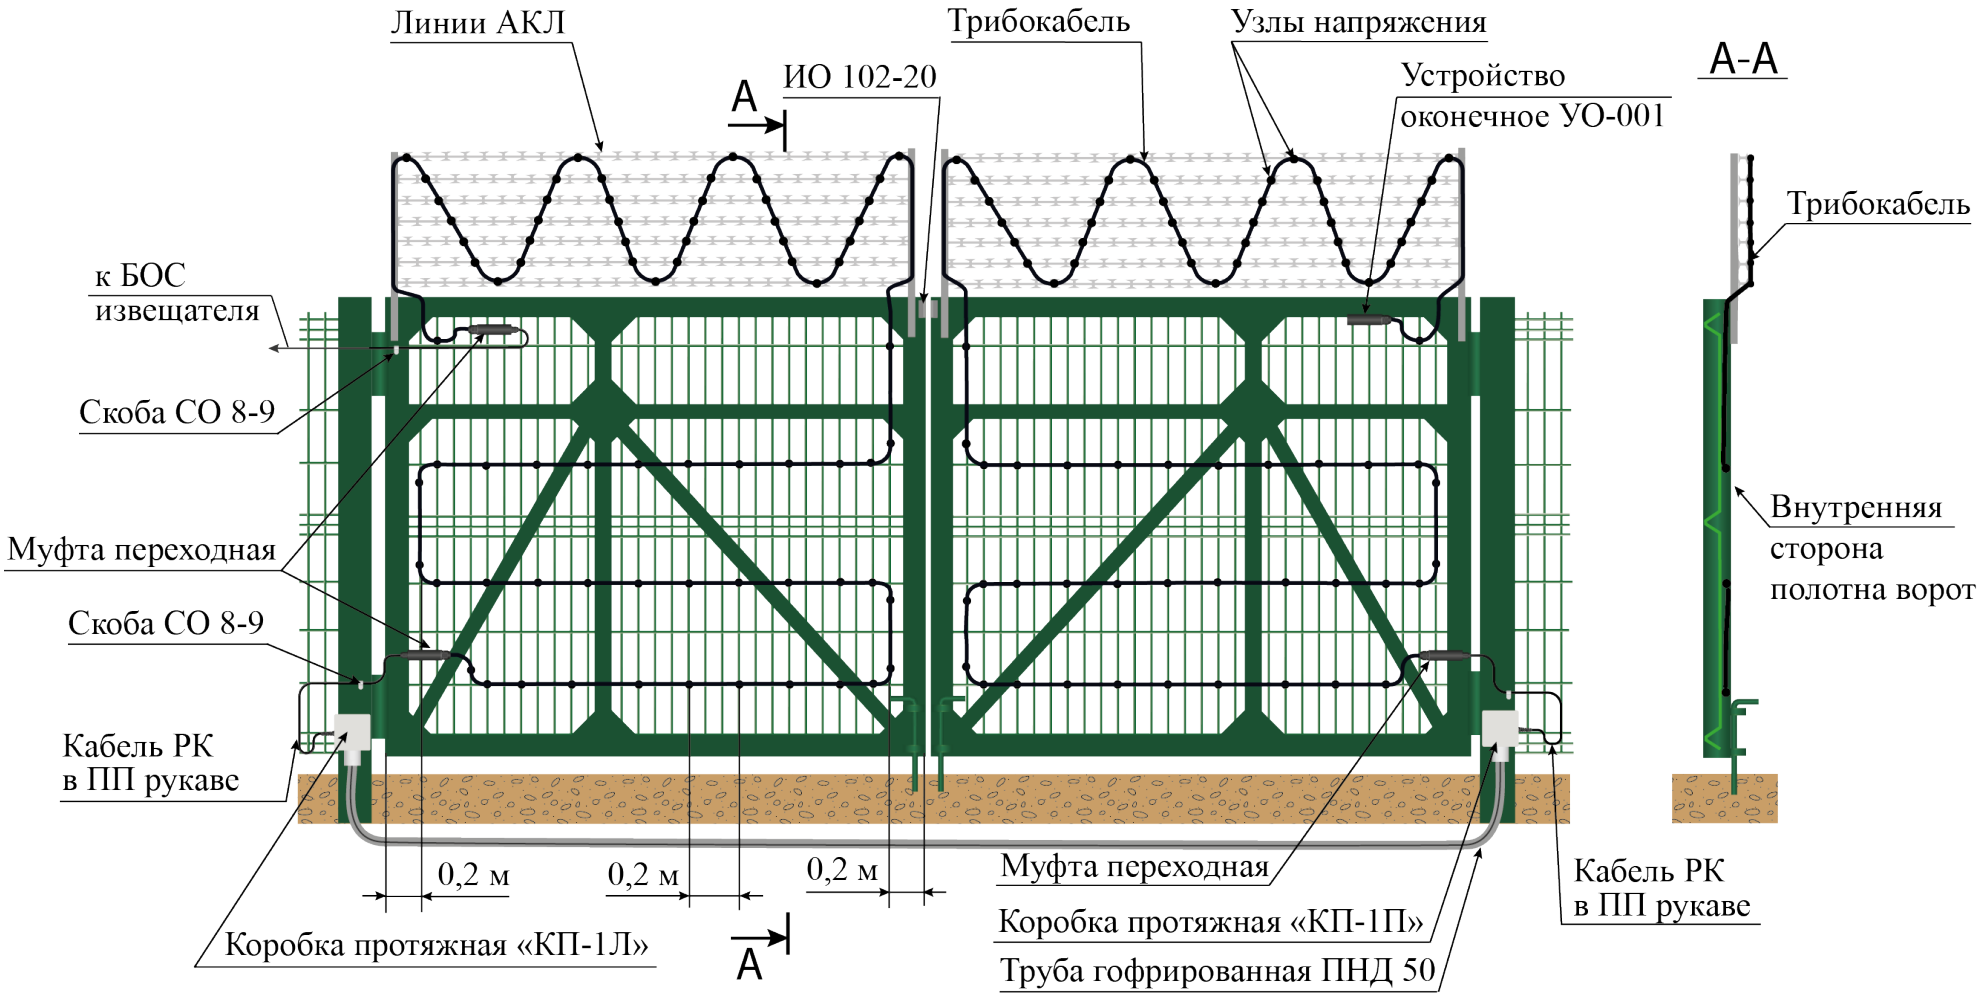

Рисунок 3.2.3 – Вариант прокладки ЧЭ (трибокабеля) по полотну ворот из сварных решетчатых 3-D панелей и дополнительном заграждении из линий АКЛ
3.6.4 Монтаж ЧЭ на дополнительное гибкое заграждение (козырёк) из колючей проволоки (рисунок 3.2.3)